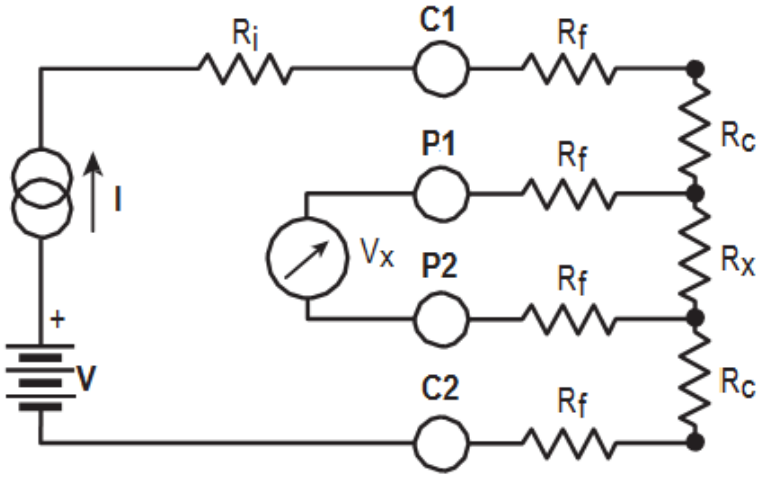

Figure 4-2
A diagram of the measurement system is shown in Figure 4-2. The Model 6255 generates a current (I) from the internal voltage source (V). A voltmeter measures the voltage drop Vx at the Kelvin probe contact points to the resistance to be measured (Rx) and displays the resistance measurement (Rx) directly using the formula Rx = Vx / I.